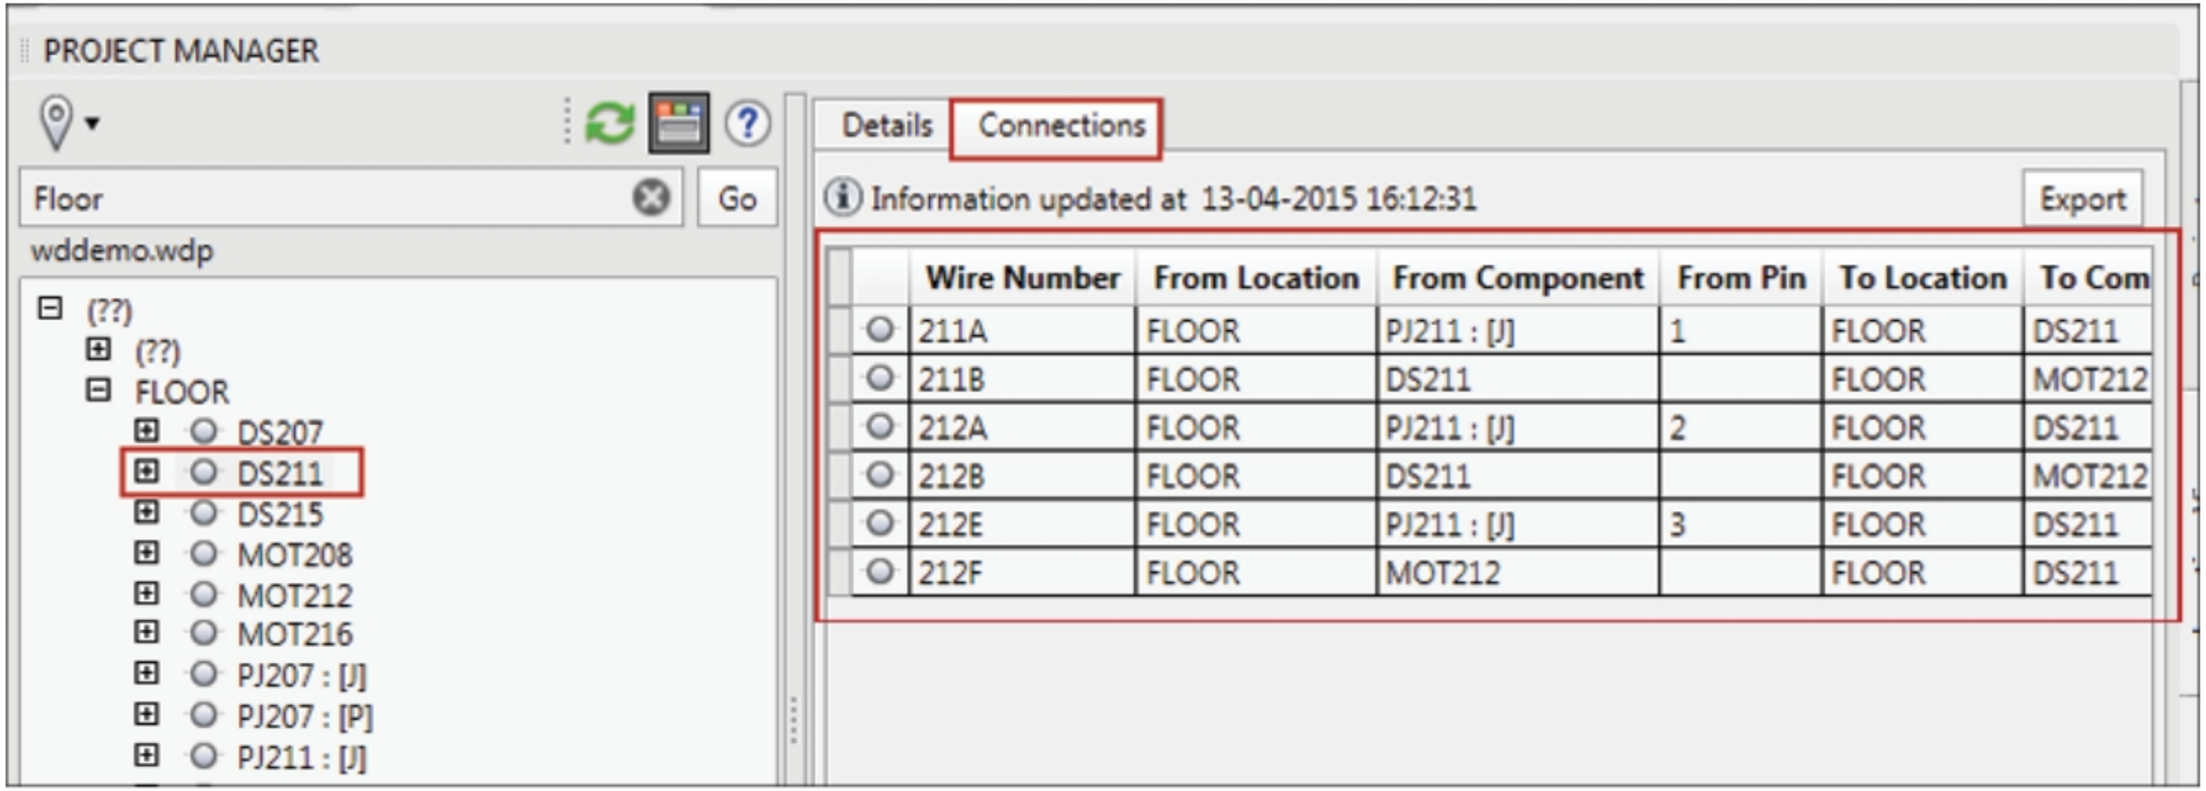

Figure-50. Connections of the component
- To check the connections of the component, click on the **Connections** tab. Various connections of the component will be displayed in the **Project Manager**; refer to Figure-50.